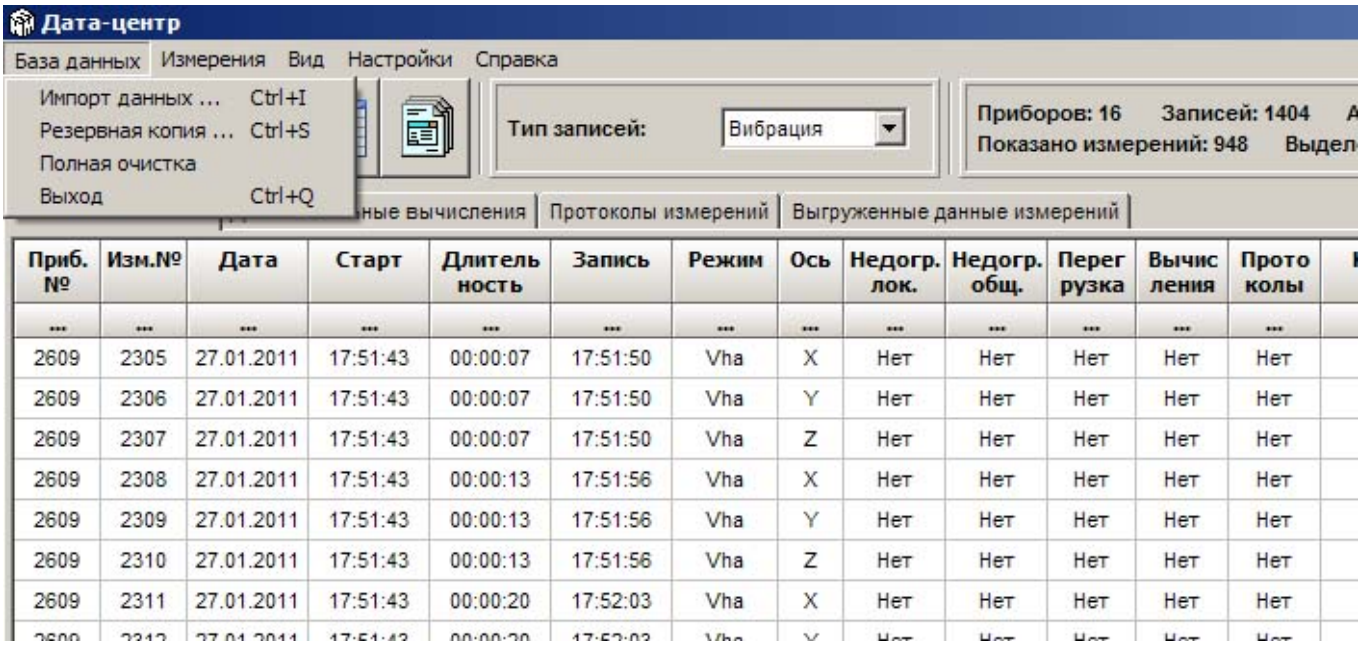

Рис. 3.2 – операции пункта меню «База данных»
3.1.1. В пункте «База данных» находятся следующие операции, рисунок 3.2.